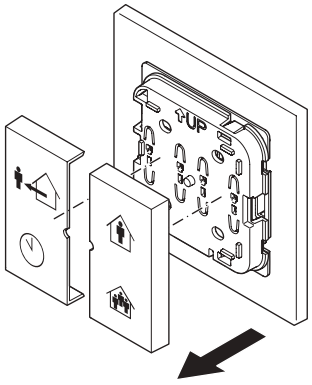

Rys. 30 - Wyciągnij przyciski z urządzenia
1. Wyciągnij przyciski z urządzenia (Rys. 30)